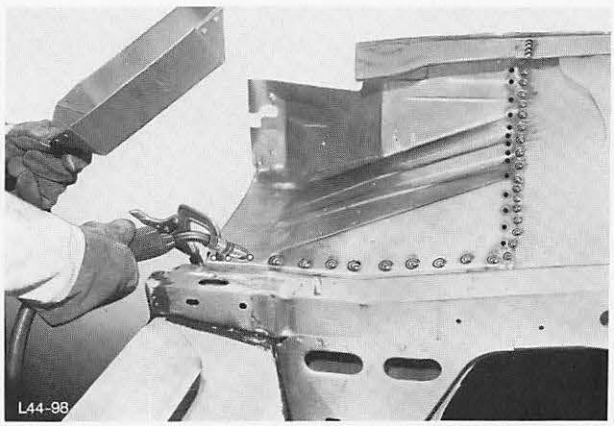

Abb. 94 Teileinsatz einpunkten und schweißen
14. Teileinsatz einpunkten. An unzugänglichen Stellen und Ecken schweißen, Abb. 94.